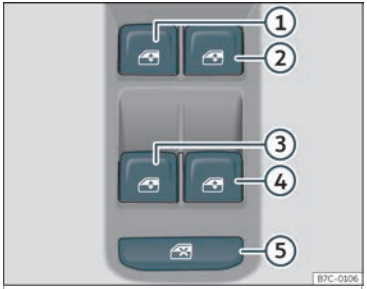

Abb. 86 Ausschnitt aus der Fahrertür: Schalter für die Fenster.
Mit dem Sicherheitsschalter ››› **Abb. 86** ⑤ in der Fahrertür können die Fensterheber-Tasten in den hinteren Türen außer Funktion gesetzt werden.